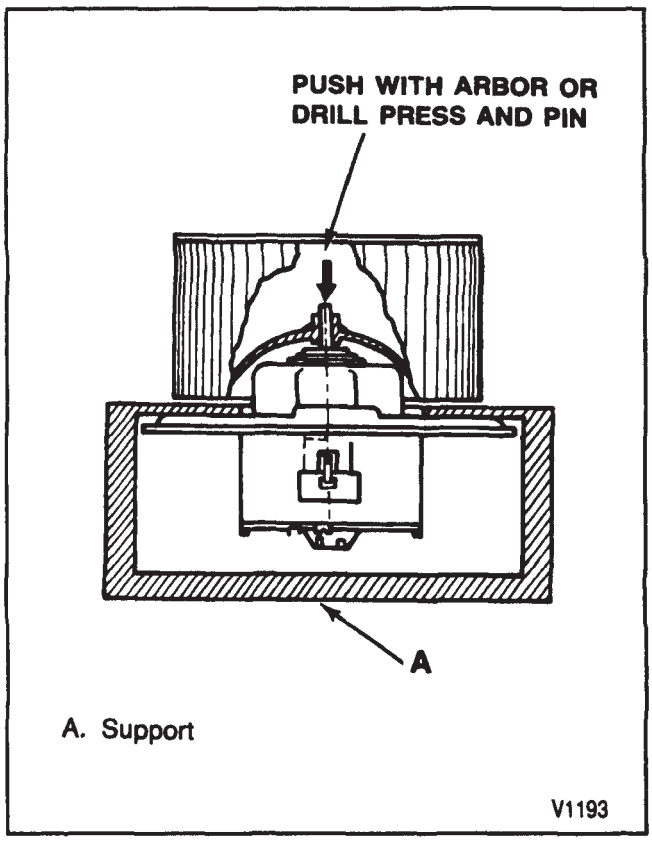

Figure 38—Push On Fan-Removal Procedure
Remove or Disconnect (Figure 38)
- Support fan with blocks, angle iron, etc. while allowing the motor to be suspended (figure 38).